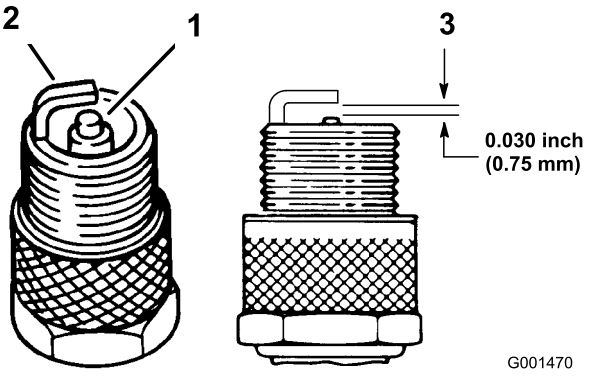

Figur 27
1. Titta mitt på tändstiften (Figur 27). Om isolatorn är ljusbrun eller grå fungerar motorn som den ska. En svart beläggning på isolatorn brukar betyda att luftrenaren är smutsig.
2. Kontrollera avståndet mellan mitt- och sidoelektroderna (Figur 27). Böj sidoelektroden (Figur 27) om avståndet är felaktigt.
3. Anslut kablarna till tändstiften (Figur 27).